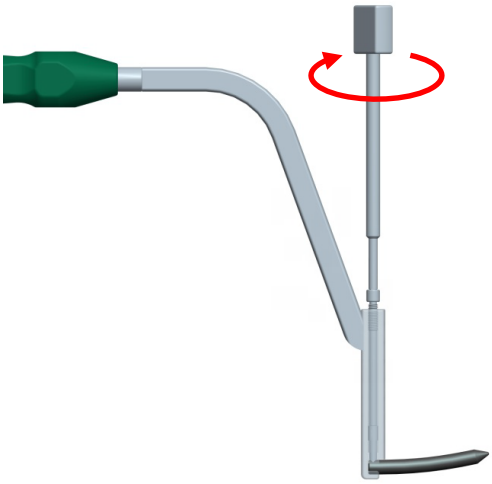

图 8a
- 选取合适的棒，将棒尾部插入夹持器小孔中，并使棒尾部的平台朝上（图 8a）。